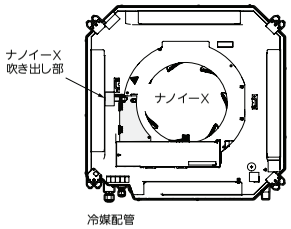

図1
- しゃ風材は、ナノイーX吹き出し部がない吹き出し口に使用するよう、室内ユニットの設置方向にご注意ください。ナノイーX吹き出し部がある吹き出し口にしゃ風材を取り付けた場合、ナノイーXの効果はなくなります。（図 1）詳細はしゃ風材に同梱されている据付工事説明書を参照してください。